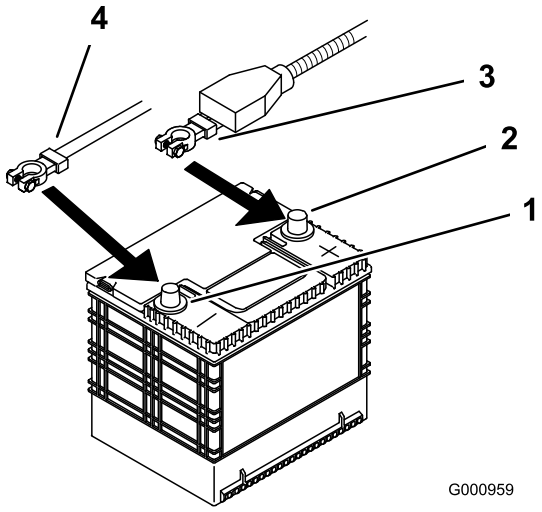

Figur 52
4. Ta den negative batterikabelen av den negative (–) batteripolen (Figur 52).
5. Skyv den røde polhetten av den positive (røde) batteripolen. Fjern deretter den positive (røde) kabelen (Figur 52).
4. Fest kablene med to bolter (1/4 x 3/4 tommer), to skiver (1/4 tommer) og to mutrer (1/4 tommer) (Figur 52).